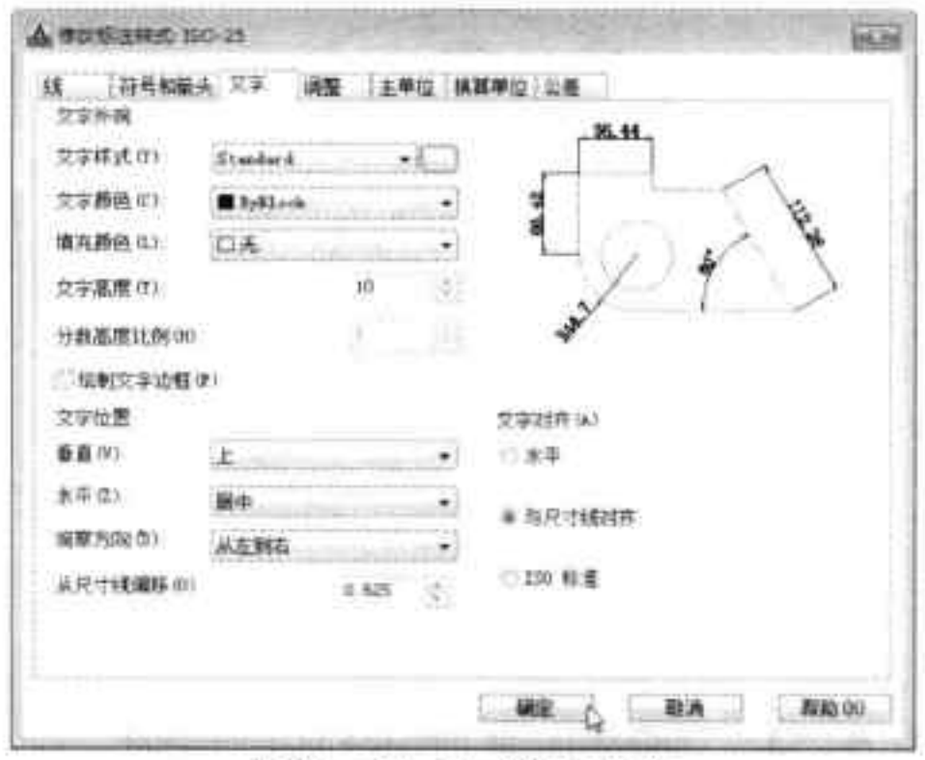

图21-12 尺寸标注样式
Step 06 单击“注释”选项卡“标注”面板的对话框启动器，打开“标注样式管理器”对话框，单击“修改”按钮，打开相应的对话框，设置字体大小为 10，箭头大小为 5，如图 21-12 所示。